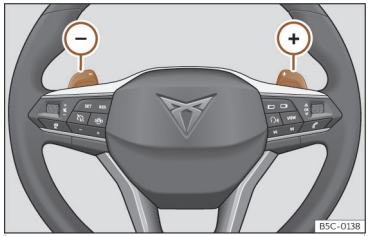

Fig. 117 Volante: palancas para cambio automático.
- Pulse la leva de cambio ⊕ para insertar una marcha superior ››› **fig. 117**.